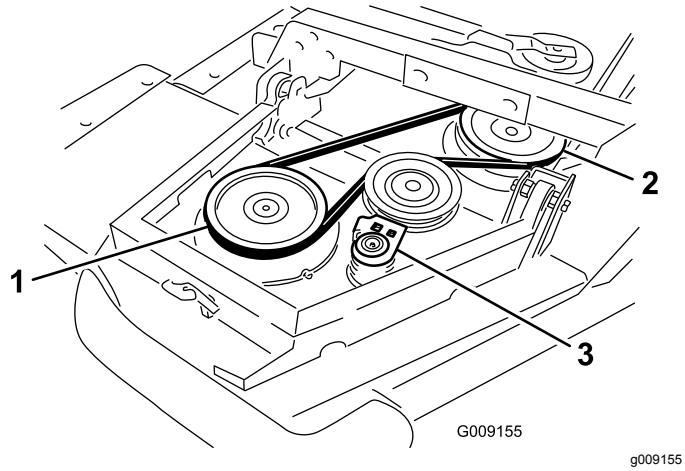

Figur 5
A. Start remmen rundt spindelrullen for den lille sideklippeenheten og spindelrullen for den fremre klippeenheten (Figur 5).
B. Bruk en sperrenøkkel eller lignende verktøy til å flytte lederullen bort fra rullene (Figur 5).